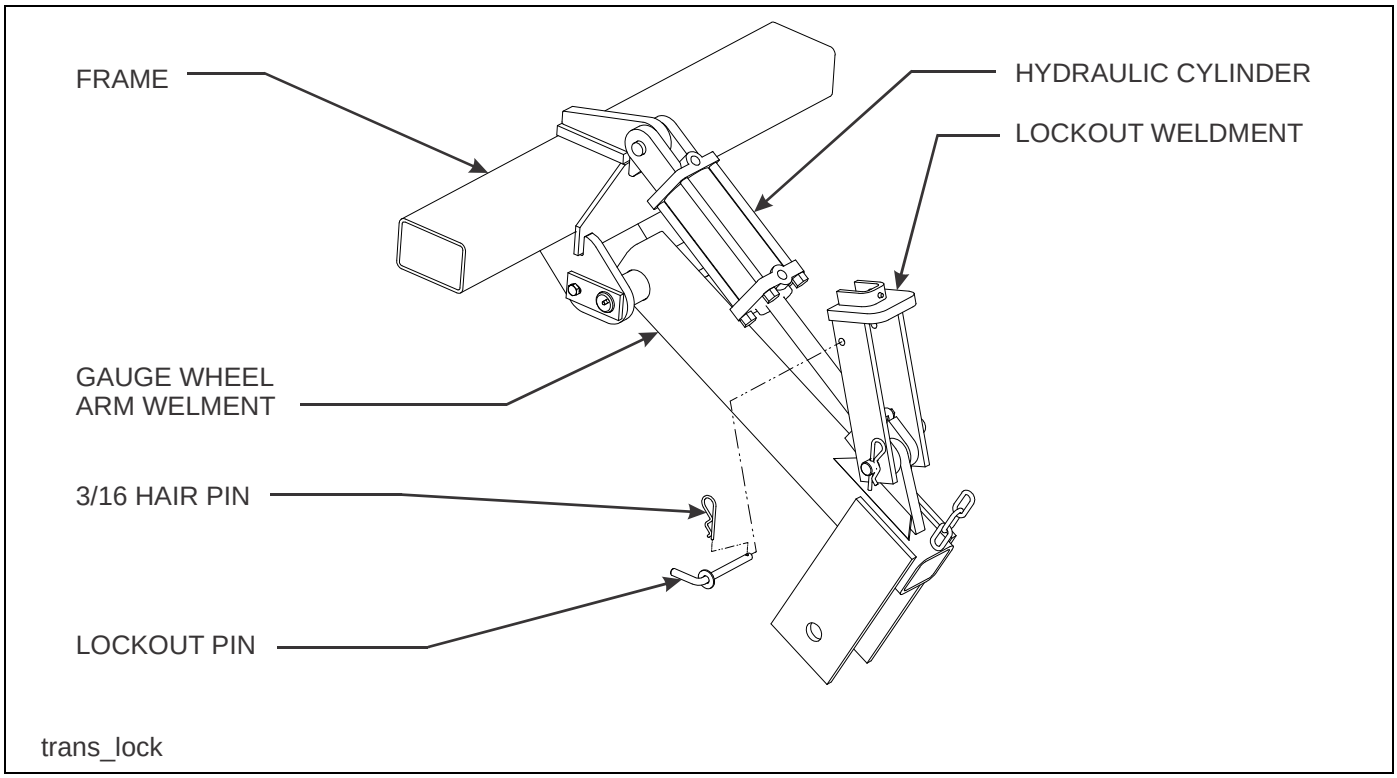

**Figure 4-2: Transport Locks**
3. Fully extend the hydraulic gauge wheel cylinders, and place the cylinder lockouts in the transport lock position over the cylinder rods. Secure the lockouts with the lockout pins **(See Figure 4-2.)**